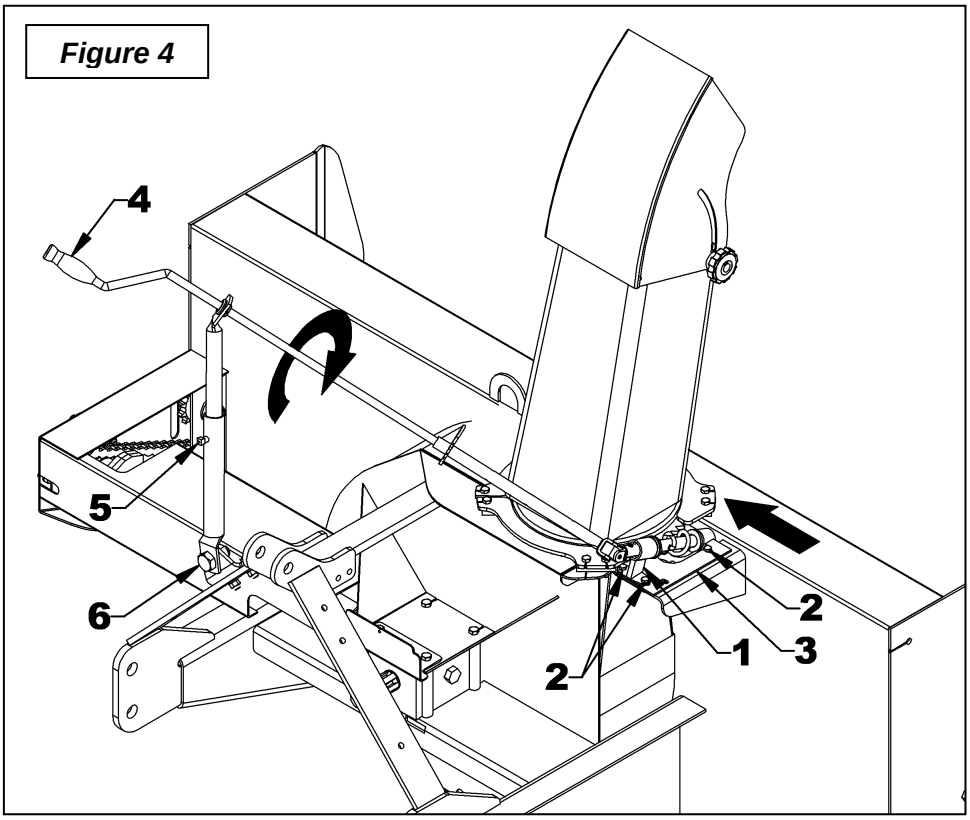

Figure 4
12. **FIGURE 4** Adjust the rotation tube support (item 3) and the rotation worm support (item 1) by moving them toward the chute so the rotation worm is engaged between the gear teeth of the chute. Make sure the rotation worm and the bushings are well aligned. Tighten slightly the three 1/4"NC x 1" bolts and the three 1/4"NC nuts (item 2).
13. **FIGURE 4:** Rotate the chute completely to the right then to the left using the rotation handle (item 4).
14. **FIGURE 4:** Make sure the worm engages completely when it reaches the end of the chute gear. The rotation handle is well adjusted when the chute rotates easily without straining. Tighten firmly the three 1/4"NC x 1" bolts and the three 1/4"NC nuts (item 5).
15. **FIGURE 4:** After the snowblower is mounted to the tractor, you may adjust the rotation handle position and height to a comfortable and safe operating position. When the desired position is set for working position, make sure the rotation handle is not interfering with any parts of the tractor while on transport position (snowblower raised to maximum). Tighten firmly the 3/8"NC x 1/2'' square head setscrew 3/8"NC x 1/2" (item 5) to the desired height. Then tighten firmly the 3/4"NC x 1 1/2" bolt (item 6) to the desired position.